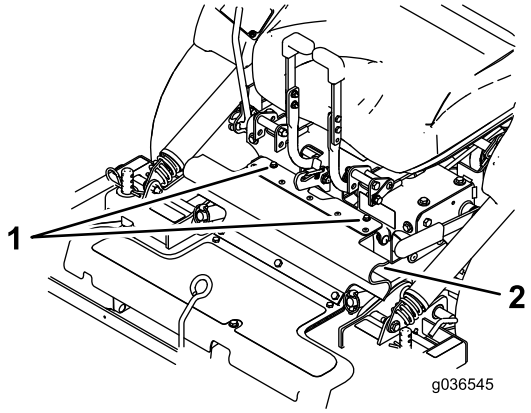

Bild 19
2. Lösen Sie die Schraube, mit der die Schutzvorrichtung befestigt ist (Bild 19).
3. Befestigen Sie die Schutzvorrichtung mit den Schrauben (Bild 19).